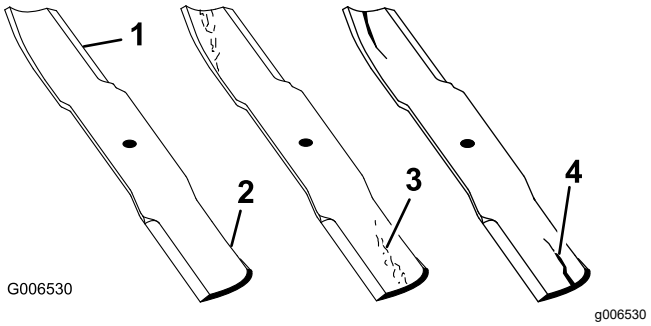

Figuur 142
2. Controleer nauwkeurig de uiteinden van het maaimes, in het bijzonder op de plaats waar het platte en het gebogen deel samenkomen; zie Figuur 142.
Opmerking: Omdat het metaal dat het platte en het gebogen deel van het mes verbindt, kan wegslijten door zand en ander schurend materiaal, moet u dit steeds controleren voordat u gaat maaien. Als u een slijtplek ontdekt, moet u het mes vervangen (Figuur 142).